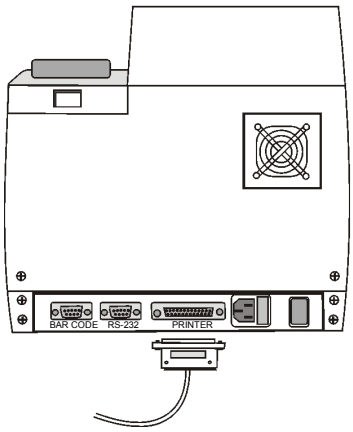

Figure 2-13
2.3.9 Connect with external printer（Figure 2-13）